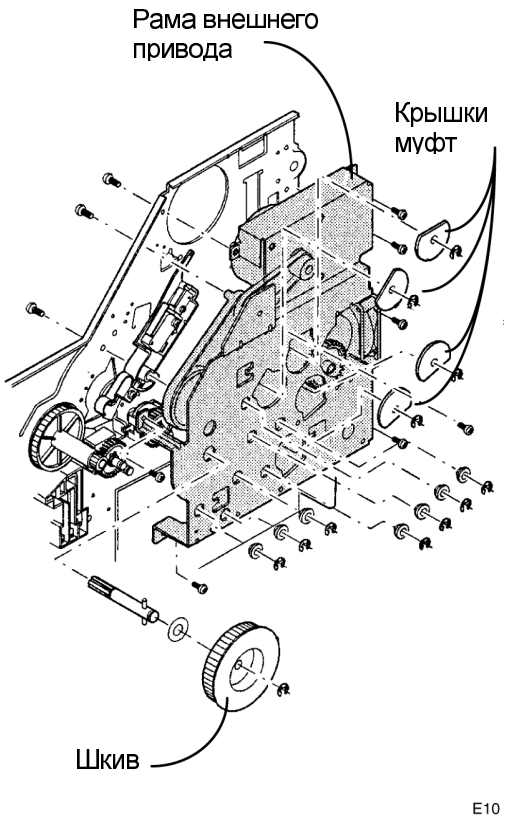

Рисунок 1. Снятие рамы внешнего привода
3. (Рисунок 1): Снимите раму внешнего привода.